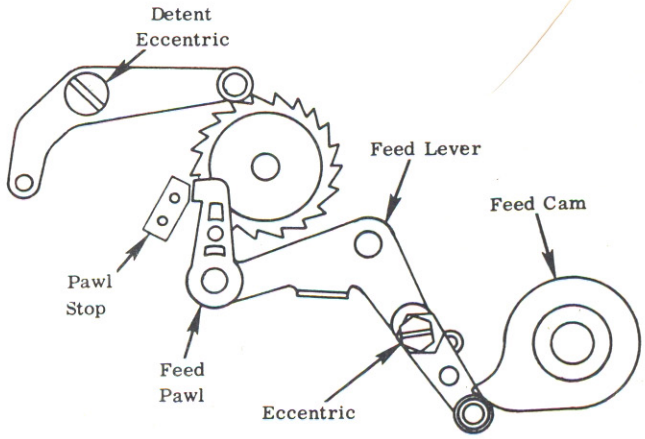

Figure 13 Tape Feed Adjustments
2. Rotate the cam shaft until the interposer bail roller is on the high point of the interposer bail cam. Adjust the eccentric on the bail so that the reader pins are .005" to .010" below the top of the guide block. (See Figure 13)
eccentric. (See Figure 13)
4. Adjust the eccentric on the feed lever to move the ratchet wheel to within less than .010" of detented position. The extent of feed motion should never be beyond detented position. (See Figure 13)
5. Rotate the cam shaft until the feed lever roller is on the high point of the feed cam. Adjust the feed pawl stop to stop the motion of the feed pawl, without choking off, just as soon as the detent roller is fully seated between two teeth of the ratchet wheel. (See Figure 13)